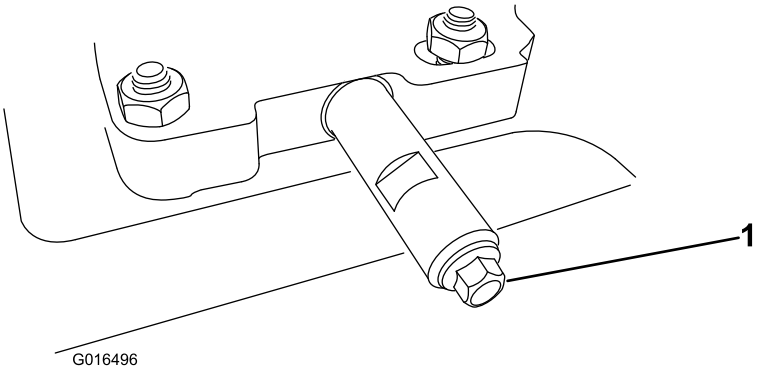

**Figur 49**
1. Rengör området runt oljepluggen (Figur 49).